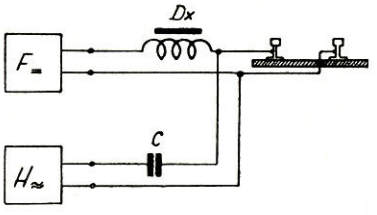
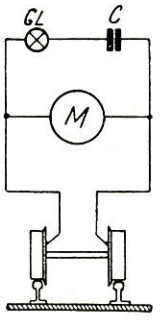

Bild 1 Blockschema der Stromzuführung
Bild 2 Grundschaltung im Fahrzeug
Bild 1 Das ist die Rapido-Bahn im Maßstab 1:200, eine richtige elektrisch betriebene Modellbahn. Vorläufig sind nur Diesel- und Elloks als Triebfahrzeuge erhältlich, jedoch ist das Sortiment schon sehr breit
Natürlich interessierte uns am meisten, was die Industrie an Modellbahnartikeln Neues anbietet. Die Firma Arnold aus Nürnberg trat mit einer ganz besonderen Sache auf: eine Modellbahn im Maßstab 1:200 Die Bahn ist wie ihre etwas größeren Schwestern elektrisch betrieben und voll funktionsfähig. Ein breites Sortiment an Triebfahrzeugen, Wagen und diversem Zubehör wird bereits hergestellt (Bild 1). Märklin brachte in diesem Jahre relativ wenig Neuheiten mit. Uns fiel, abgesehen von einem USA-Sortiment, das neu aufgenommen wurde, vor allem eine neue Ellok nach dem Vorbild der Reihe 1141 der ÖBB auf, die einen guten Eindruck hinterließ (Bild 2). Auch am Fleischmannstand waren wir insofern überrascht, als dieses Mal nur wenige Neuheiten zu sehen waren. Unser Bild 3 zeigt das neue Fleischmann-Triebfahrzeug, eine belgische Diesellok mit der Achsfolge C'C'. Das gewählte Vorbild entspricht dem der bekannten PIKO-Diesellokomotive. Fleischmann zeigte darüber hinaus an seinem Stand eine sehr interessante automatisch arbeitende Modellbahnanlage, auf der alle Rangiervorgänge und der Zugbetrieb völlig programmäßig gesteuert wurden.
andere Filter parallel zum Fahrgleichstrom in die Gleise geleitet wird. Das Schema der Grundschaltung ist auf Bild 1 zu sehen. Ein Durchgang der Wechselspannung in ungewünschter Richtung, nämlich in die Gleichstromquelle, wird durch eine Seriendrosselspule verhindert. Die Frequenz der benutzten Wechselspannung muß natürlich viel höher sein als die gewöhnliche Industriefrequenz von 50 Hz. Man benutzt hier vorteilhafterweise Frequenzen im Bereich von 20 bis 80 kHz (1 Kilohertz = 1000 Hertz). Dafür gibt es zwei Begründungen: Erstens wird die Entstehung eines unerwünschten hörbaren Schalles verhindert, da es sich um Überschallfrequenzen handelt, und zweitens ist bei so hohen Frequenzen die Filtration mit ziemlich kleinen Kondensatoren in der Größenordnung von nur 10^{-7} und 10^{-8} F möglich. Auf Bild 2 ist eine Schaltung dargestellt, bei der die Kondensatoren (C) die Wechselspannung vom Fahrstrom im Fahrzeug trennen.
In der Schaltung auf Bild 2 wird vom Wechselstrom zum Beispiel nur eine Birne gespeist. Wir können natürlich mit dem gleichen Erfolg über einen Gleichrichtersatz — gewöhnlich über Germaniumdioden — mit
Bild 1 Sowjetische Personenzuglokomotive C 28. Die Baureihen C und CY der CCCP, die die Hauptlast des leichten und mittleren Personenzugverkehrs tragen, entsprechen in ihrer Einsatzleistung der deutschen P 8
Bild 1 Das neue H0-Modell ohne Gehäuse. Jedes Drehgestell wird von einem besonderen Motor angetrieben. Die Kupplung ist allerdings noch etwas zu einfach ausgeführt